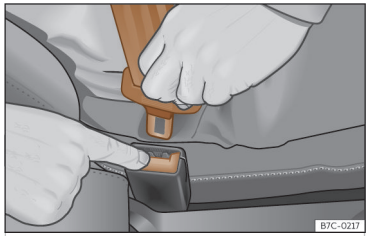

Fig. 24 Soltar la lengüeta del cierre del cinturón.
- Presione la tecla roja en el cierre ››› fig. 24. La lengüeta saltará del cierre.